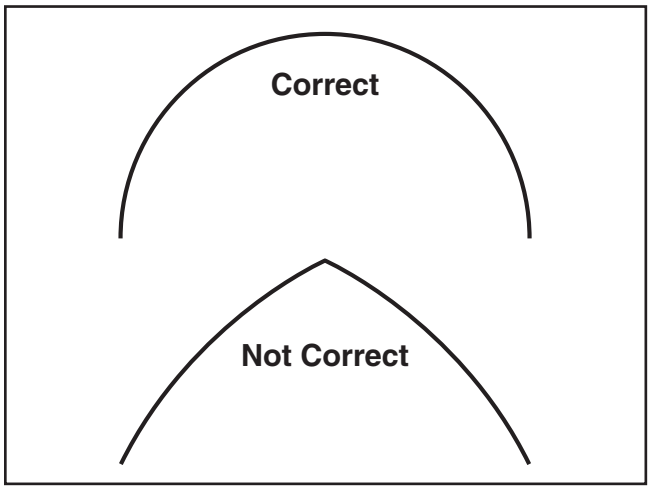

Figure 16. Comparison of correct and incorrect blade weld bends.
9. Test the strength and flexibility of the weld by bending the blade in an arc (with the weld at the top of the arc) similar in size and shape of the bandsaw wheels. The blade should bend smoothly without any angles (see **Figure 16**).